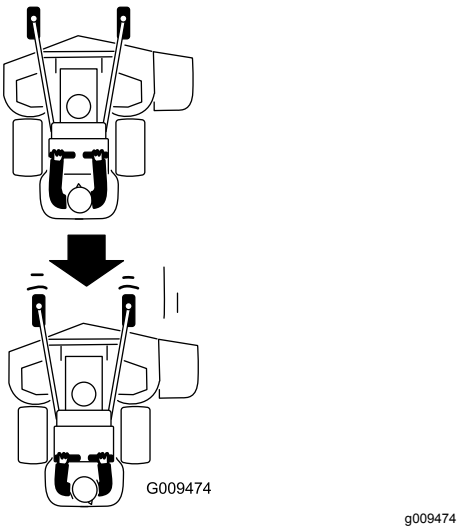

Figur 23
2. Dra bevegelseskontrollspakene langsomt bakover (Figur 23).